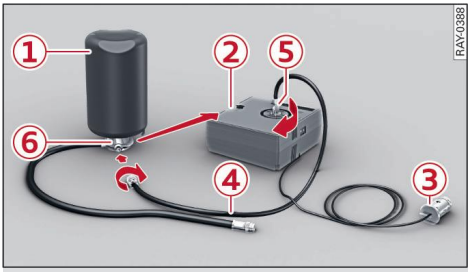

Fig. 146 Components of the tyre repair kit
- Insert the connector ③ ⇨ *Fig. 146* into a socket in the vehicle.